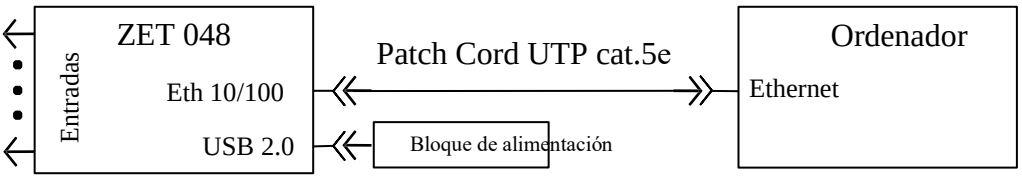
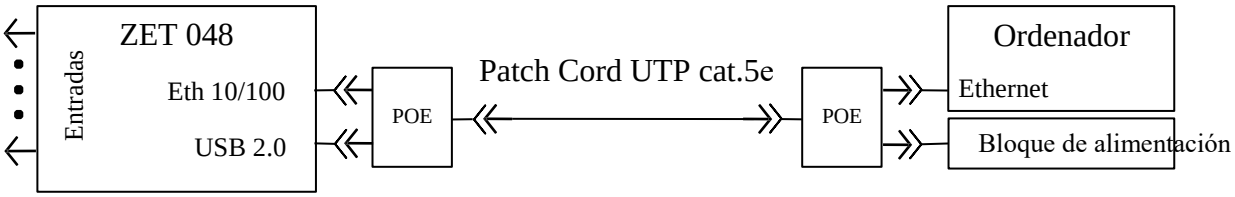
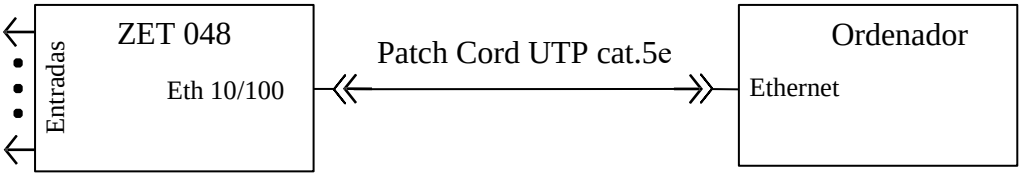

Imagen 1.5 – Conexión del registrador ZET 048-I al ordenador a través de interfaz Ethernet alimentada a través de la fuente externa
Imagen 1.6 – Conexión del registrador ZET 048-I al ordenador a través de interfaz Ethernet alimentada a través de Ethernet
Imagen 1.7 – Conexión del registrador ZET 048-E al ordenador a través de interfaz Ethernet
1.6.2.2.2 Conexión del registrador durante el uso del ordenador a través de la red de área local Ethernet 100Base-T (de existir la opción apropiada) se debe realizar de acuerdo con el diagrama de cableado eléctrico (Imagen 1.5, Imagen 1.6, Imagen 1.7). El diagrama de conectores de cable de par trenzado de categoría 5 (Patch Cord UTP cat. 5) para conectar el registrador